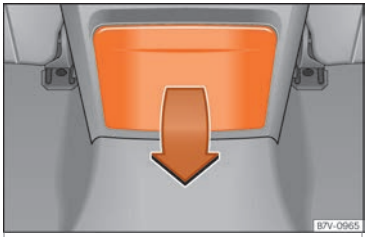

Fig. 194 Centre console, rear section: extend the drinks holder.
- To *open*, move the drink holder downwards in the direction of the arrow ››› **Fig. 194**.